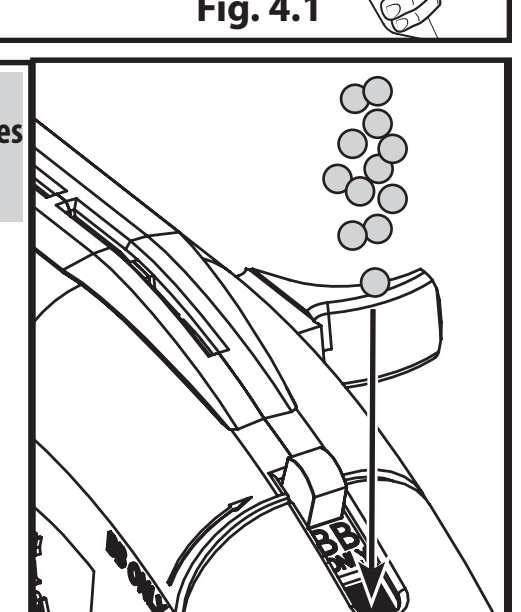

Fig. 5.2
- **e.** Ne versez pas plus de 200 billes BB dans le réservoir à billes BB / la fenêtre de chargement, dans la position de CHARGEMENT des billes BB (Fig. 5.2)